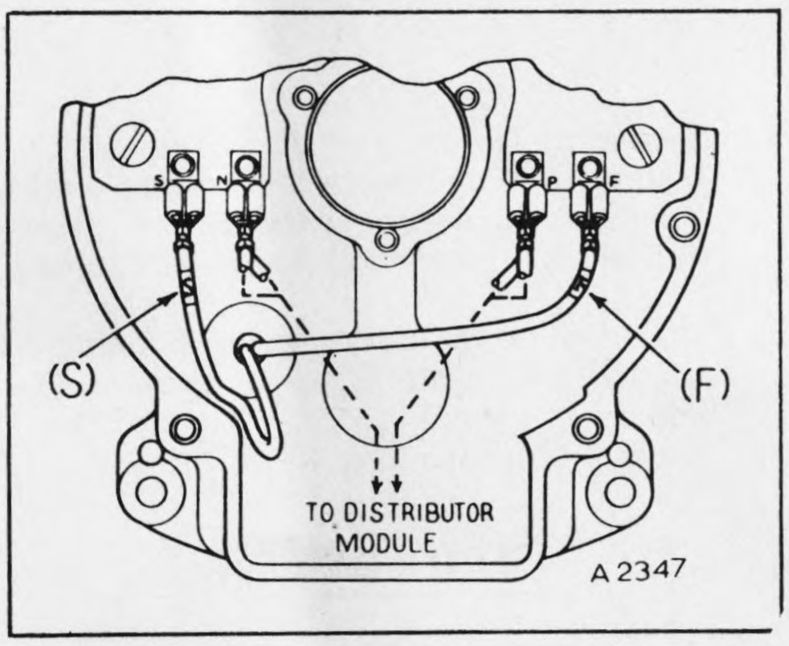

Figure 6-2 — Power Module Connections, CW Rotation
1. CW rotation (viewed from drive end) - "S" lead to "S" terminal. "F" lead to "F" terminal (refer to Figure 6-2).
6.10 Distributor Module (49).
a. Connect the "P", or "P" and "N", lead(s) to the similarly marked terminal(s) on the power module (refer to Figure 6-2). Tighten the lead terminal(s) with a pair of needle nose pliers.
b. Assemble the distributor module to the module housing and secure it with the two fastening screws (50).
6.11 Distributor Rotor (51).
a. Reassemble the spacing washers (42) to the distributor gear shaft.